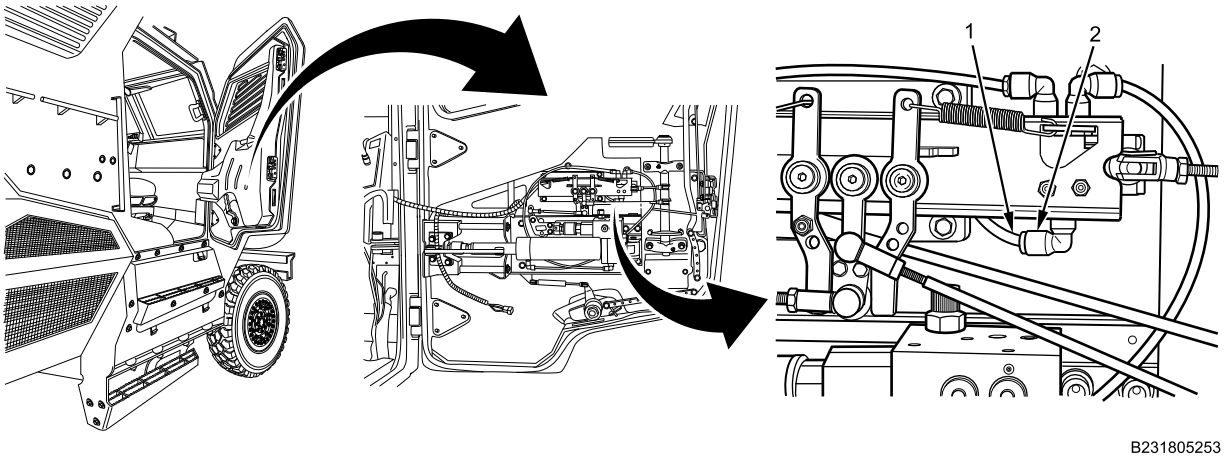
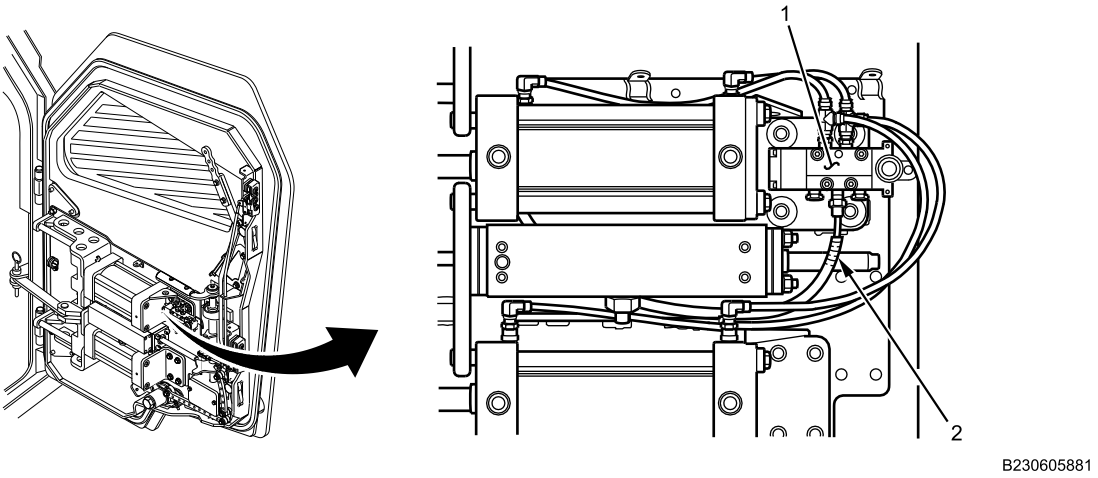

Figure 1. Air Line Disconnected from Door Actuator Connector (Single Piston).
Figure 2. Air Line Disconnected from Door Actuator Connector (Dual Piston).
2. Disconnect air line (Figure 1, Item 1) or (Figure 2, Item 2) from door actuator connector (Figure 1, Item 2) or (Figure 2, Item 1).